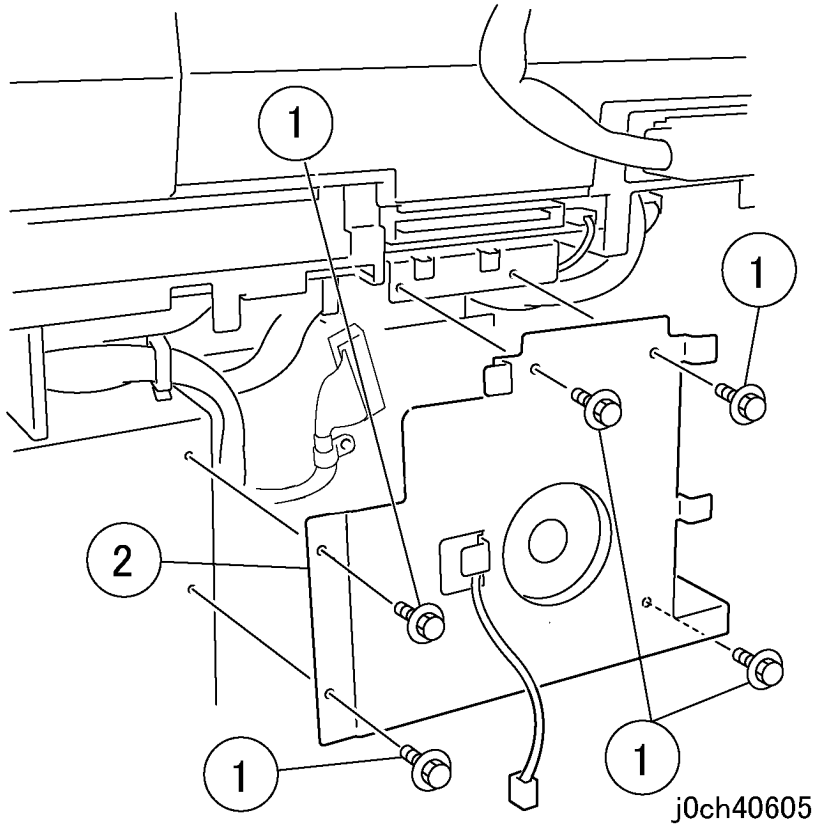

Рисунок 4 Снятие кронштейна ADC (j0ch40605)
5. Снимите кронштейн ADC (рисунок 4).